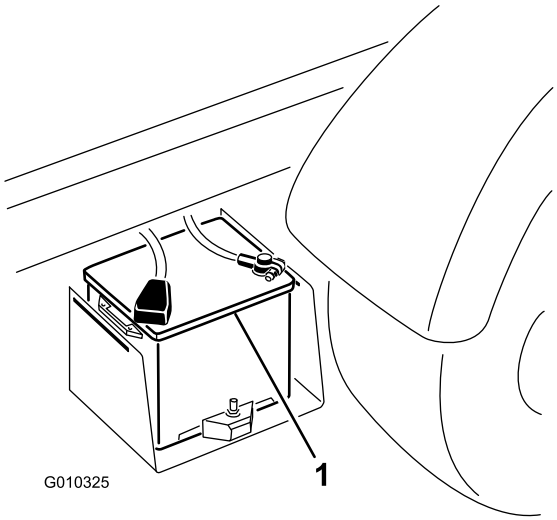

Figuur 50
2. Sluit een startkabel aan tussen de positieve polen van de 2 accu's (Figuur 50). De positieve pool is te herkennen aan het symbool '+' bovenop het accudeksel.